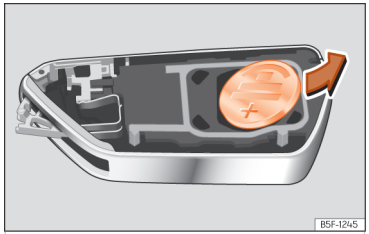

**Fig. 71** Vehicle key: removing the battery.
- Remove the battery from the compartment with a suitable fine object ››› Fig. 71.